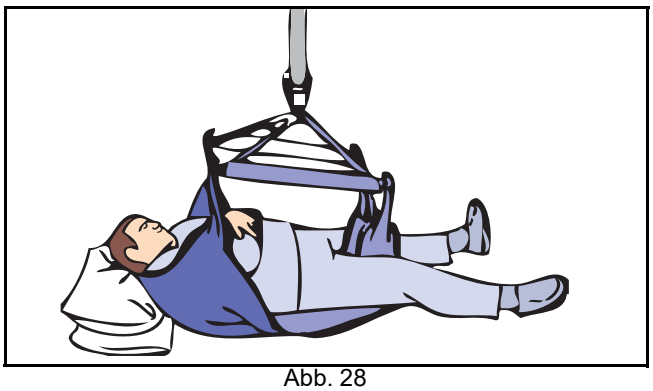

Abb. 28
4) Nachdem alle Schlaufen sicher eingehängt sind, heben Sie den Bewohner/Patienten in einer halbliegenden Stellung vom Boden (siehe Abb. 28).